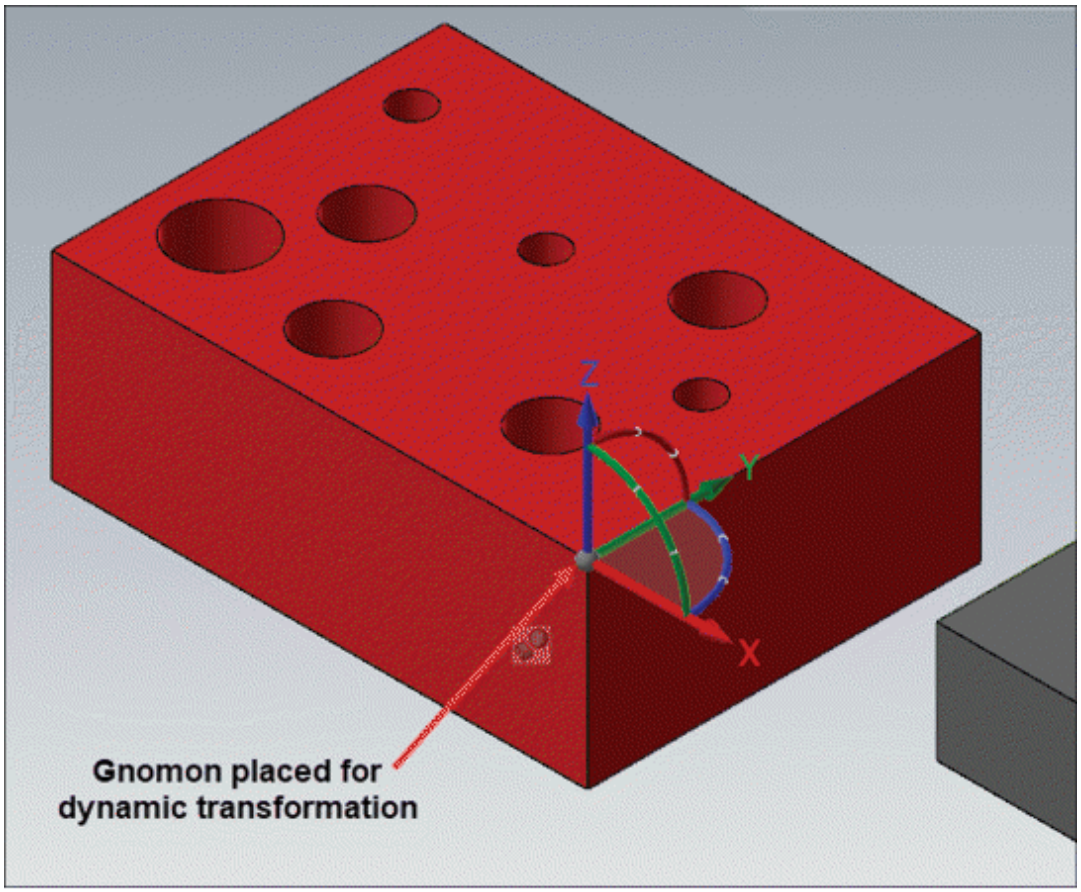
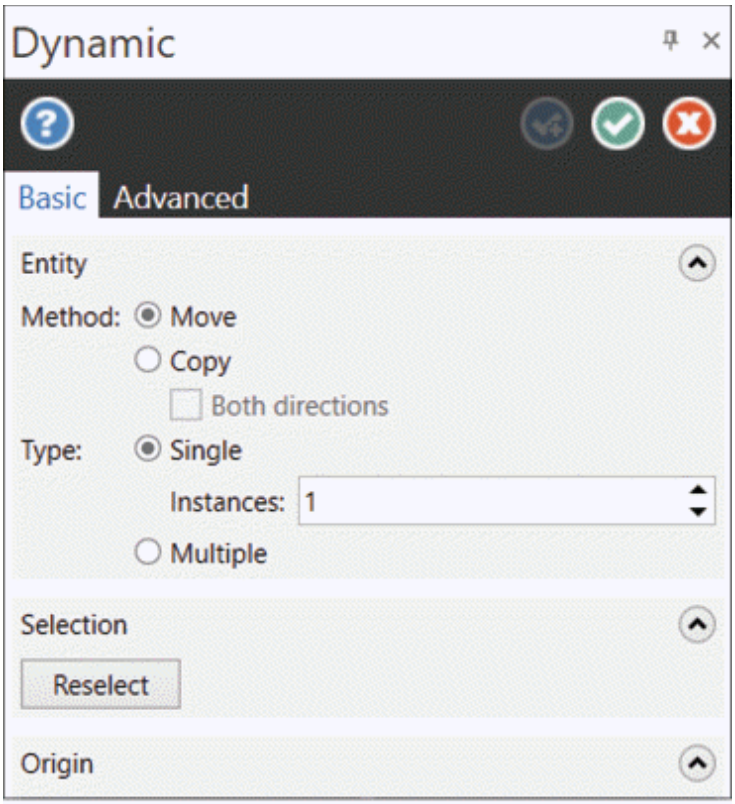

Figure-2. Placing gnomon for transformation
Figure-3. Dynamic Manager
- Click at desired location to place origin; refer to Figure-2. The **Dynamic Manager** will be displayed; refer to Figure-3.